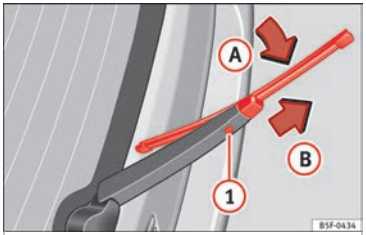

Fig. 63 Changing the rear wiper blade
- Lift the windscreen wiper arm and fold it at an angle of approximately 60° ››› Fig. 63.
- Press and hold the release button (1).
- Fold the wiper blade towards the windscreen wiper arm ››› Fig. 63 (arrow (A)) while pulling in the direction of arrow (B). This may require some strength.
- Insert a new blade of the **same length and type** in the windscreen wiper arm in the opposite direction to the arrow (B) and hook into place. This feature is operational when the knob is in position (arrow (A)).